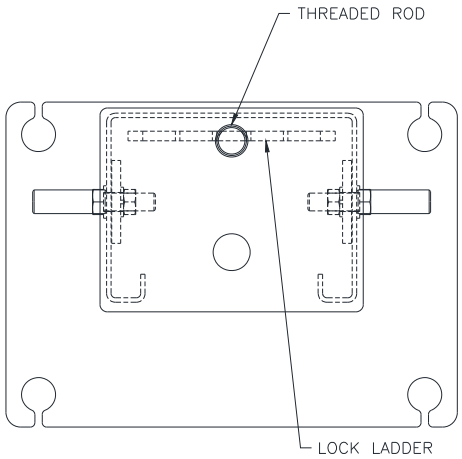

Fig 13 – Locking Ladder Orientation
20) Reassembly the lock ladder and top cap to column. Note: the lock ladder is offset from the center of the threaded rod and orientate per **Fig 13**.